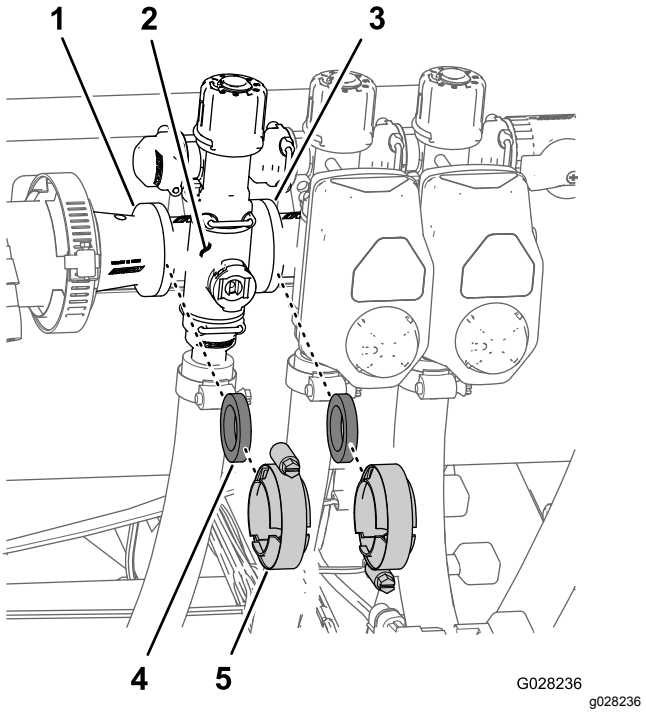

**Рисунок 108**
1. Снимите хомуты и прокладки крепления коллектора клапана секции (Рисунок 108) к примыкающему клапану секции (если это левый клапан секции, а также переходная муфта).